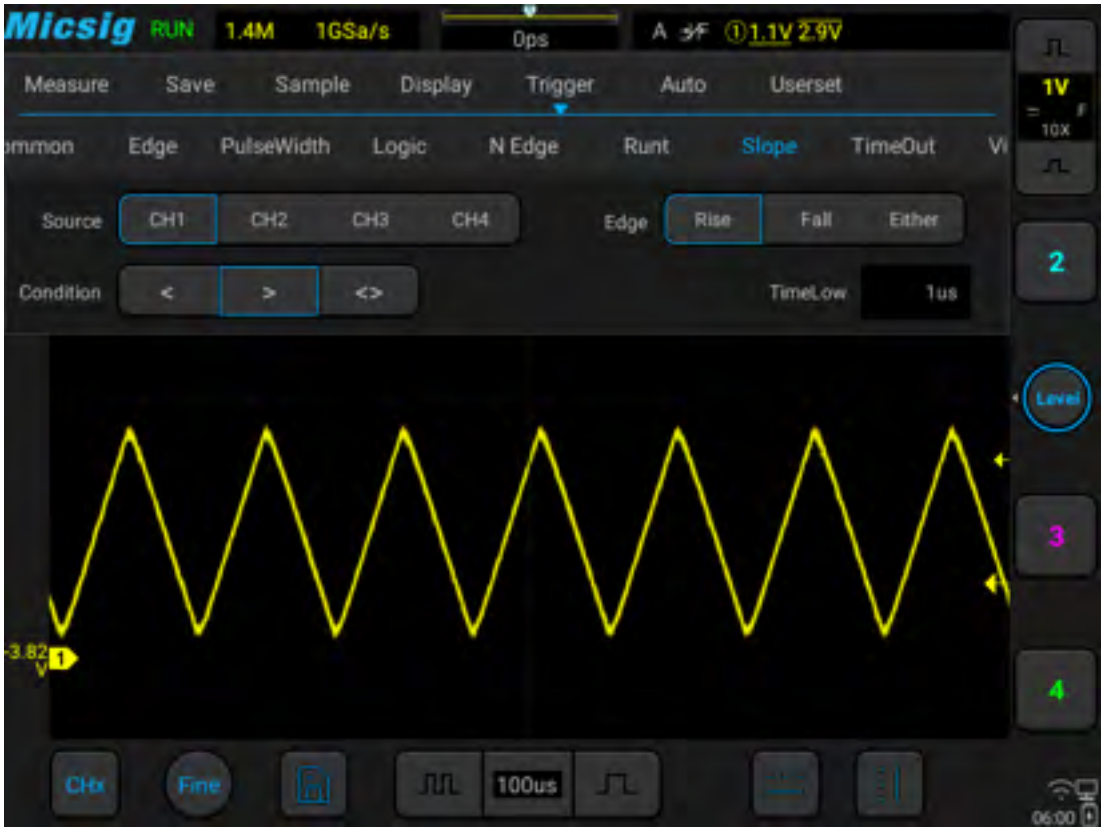

Figure 6-27 Slope Trigger Setting Menu
1) Tap “Trigger” on the main menu to open the trigger menu, select the slope trigger in the trigger type, and set the slope trigger as follows, as shown in Figure 6-27: